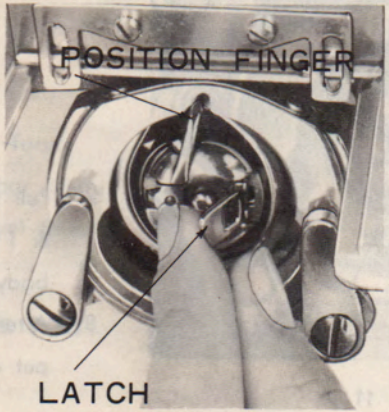

Fig. 9
4. After threading the bobbin case, hold its latch (Fig. 9) between the thumb and forefinger of the left hand, with its position finger opposite the notch at the top of the shuttle race and replace it on the centre stud of the shuttle (Fig. 9).